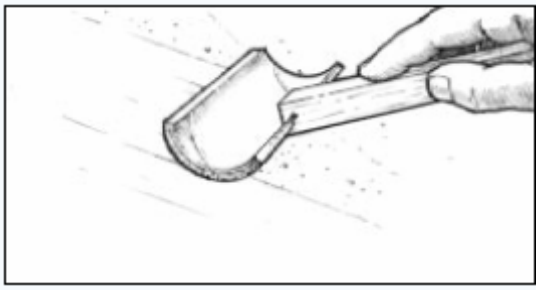

Рис. 31. Разровняйте покрытие, протягивая поролоновый валик по незастывшей смоле
8. После окончания каждой порции смолы, разравнивайте покрытие, легко протаскивая кисть из поролонового валика по поверхности, длинными, равномерными, перекрывающими движениями. Применяйте давление, достаточное для того, чтобы разровнять рисунки, не повреждая при этом покрытие *(Рисунок 31).* Изменяйте направление выравнивания слоя, 1-й слой вертикально 2-й горизонтально, 3-й вертикально и т.д. Вы можете разрезать валик WEST SYSTEM 800 на несколько частей, получив идеальную кисть для выравнивания.